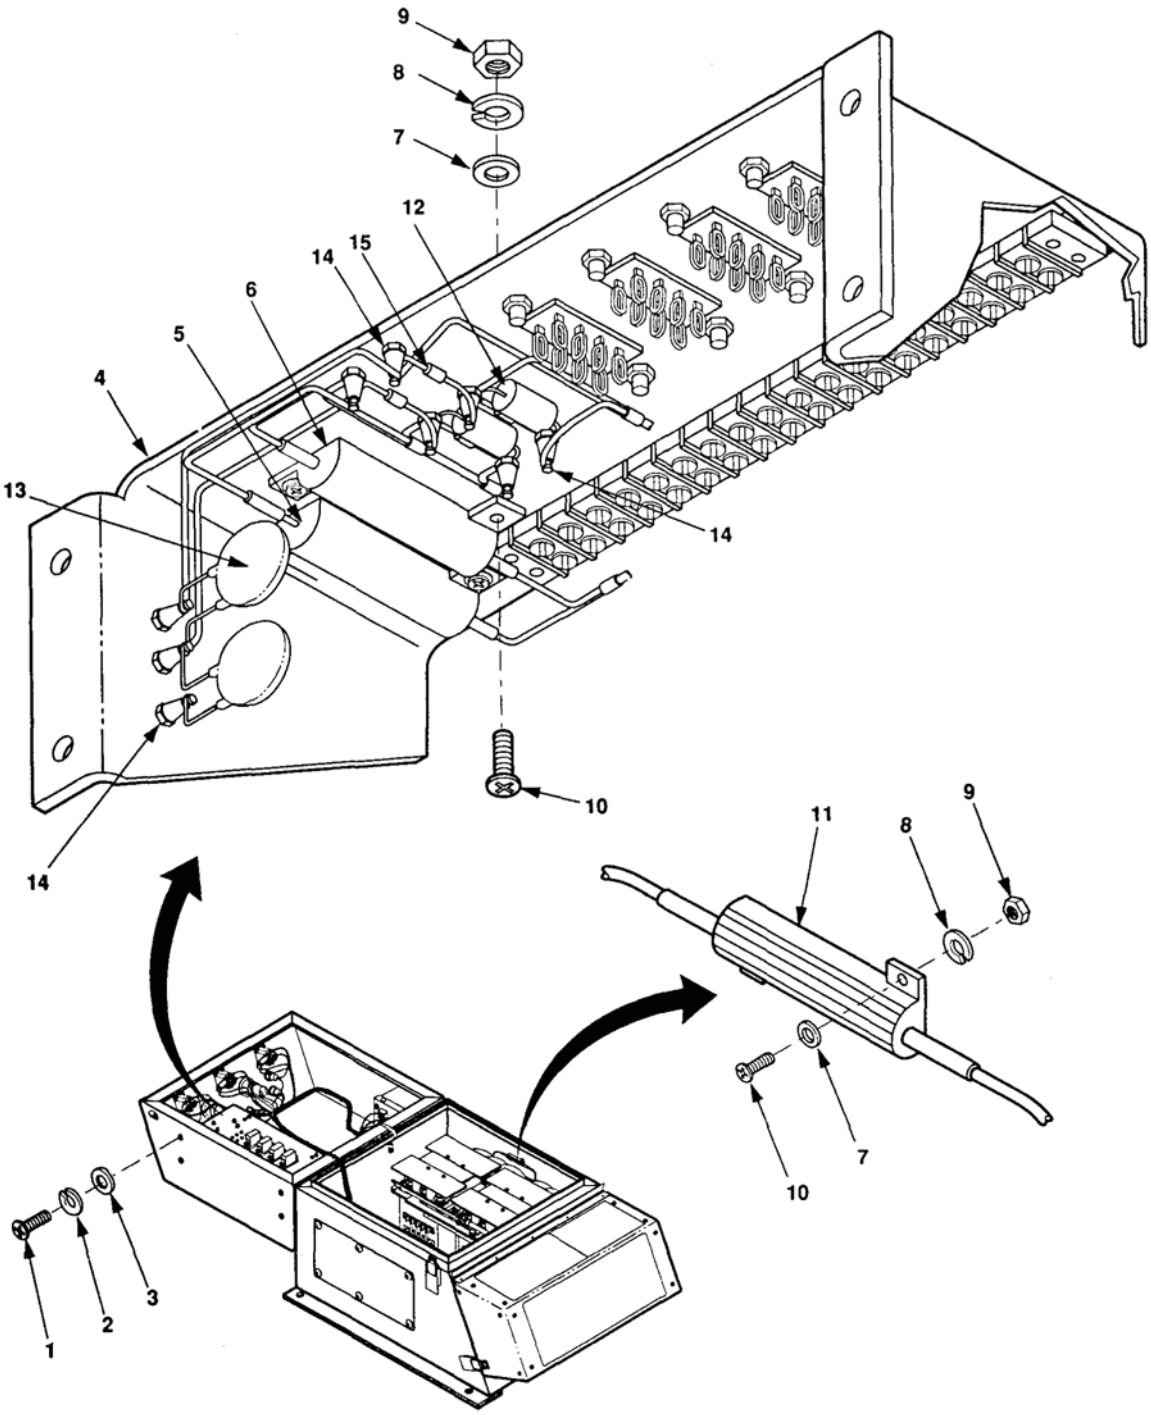

Figure 1. Resistors, Capacitors, and Diodes.
1. Remove four screws (Figure 1, Item 1), lockwashers (2), and flat washers (3) and invert relay board assembly (4).
3. Remove two nuts (9), lockwashers (8), flat washers (7), screws (10), and resistor (5, 6, or 11).
Resistors R1-R3 (WP 0044, Figure 1)
1. Remove four screws (WP 0044, Figure 1, Item 1), lockwashers (2), and flat washers (3) and invert relay board assembly (4).
2. Discharge capacitors C1 and C2 (12) and C3 and C4 (13) by shorting across terminals.
3. Isolate capacitors C1 and C2 at E5, and E2 (14) respectively. Tag and remove wire W11-34 at TB1-18 to isolate capacitors C3 and C4.